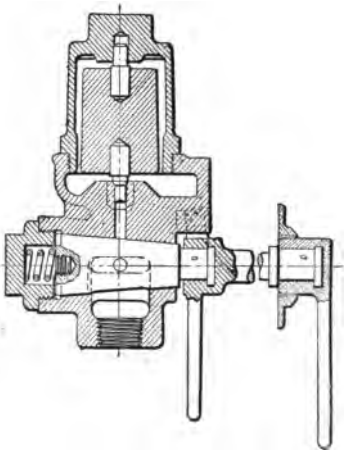

FIG. 17.—PULLMAN RETAINING VALVE, USED ON VESTIBULE CARS.
A. On the outside of the vestibule, in which case a special valve is used, the handle of which extends within the vestibule (see Fig. 17).
*Q. What is the purpose of the extension handle (Fig. 17)?*